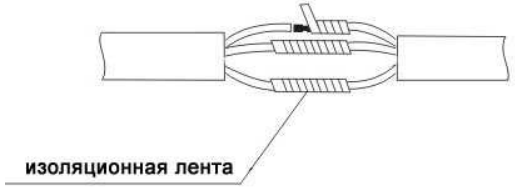

Рис. 11
2. Тщательно обмотайте каждый из проводов отдельно изоляционной лентой. Каждый провод должен быть обмотан изоляционной лентой не менее двух раз. См. рис. 11